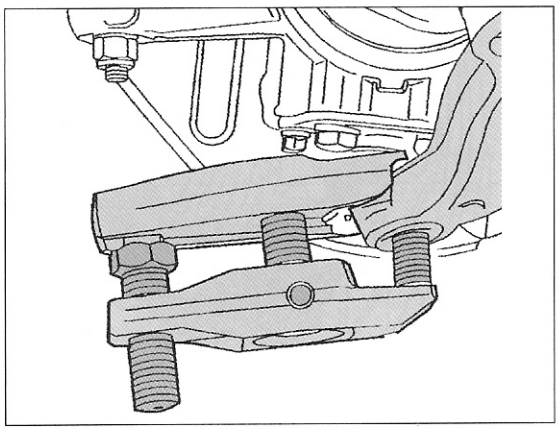

Bild 214
- Auf der betreffenden Seite der Radaufhängung die Mutter des Aufhängungskugelgelenks entfernen und das Gelenk mit einem Abzieher vom Achsschenkel trennen (Bild 214).